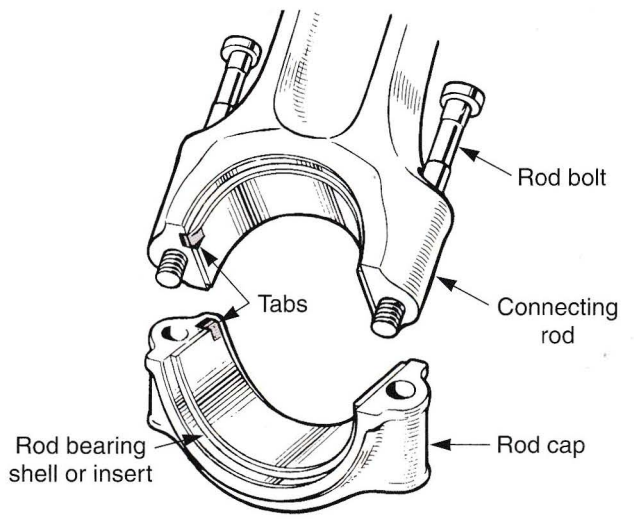

Figure 20-52. Insert bearing tabs must be indexed and the bearing shells must be fully seated before installation. (Triumph Motorcycles, Ltd.)
2. Install the bearing shells with the locating tabs properly indexed and with each bearing in its proper location, **Figure 20-52.** Refer to the service manual for bearing identification.